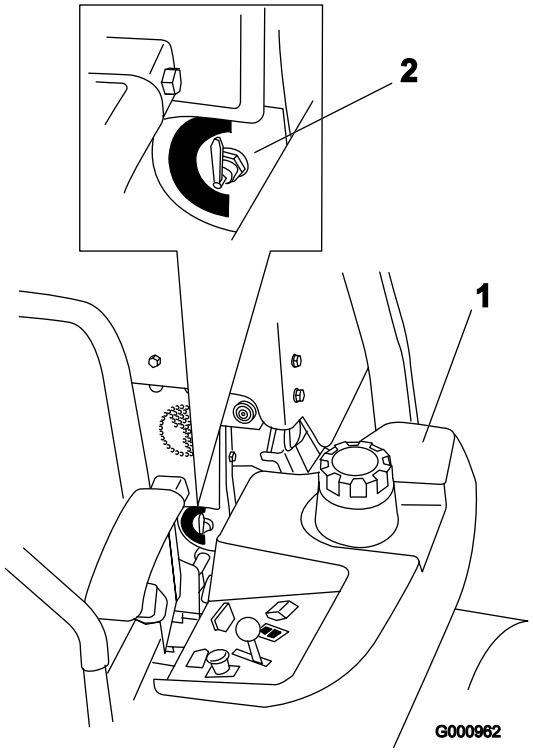

Figur 7
Enheten har to drivstofftanker. Én av tankene er på venstre side og den andre på den høyre siden. Hver tank er koblet til drivstoffvelgerventilen. Derfra fører en felles drivstoffslange til motoren (Figur 7).
For å bruke drivstofftanken på den venstre siden må du dreie drivstoffvelgerventilen til stillingen for venstre side (LH). For å bruke drivstofftanken på den høyre siden må du dreie drivstoffvelgerventilen til stillingen for høyre side (RH) (Figur 7).